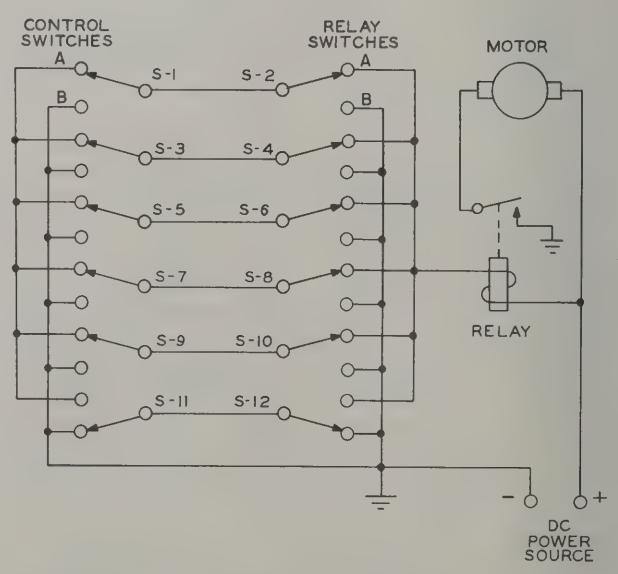

Figure 4-9. Autopositioner Function Diagram
4.2.1.2 AUTOPOSITIONER CONTROL SYSTEM. To provide a positive control system for the Autopositioner with a minimum number of control wires, a binary control system employing the control wires in various combinations is used. This system is most readily explained by considering a system composed of single-pole double-throw switches as shown in figure 4-9. Note that when the switches are set
The total number of different combinations of switch positions in such a system is 2^n, where n is the number of control wires used. In the six-wire system shown, 2^6 or 64 different combinations exist. However, one particular combination is not usable in this application. As can be seen in figure 4-9, if all the seeking switches are set to the B position, there can be no path from the relay coil to ground no matter how remote switches are set, and the system is dead. Hence, the maximum number of usable combinations in such a system is 2^n-1. Thus, a three-wire system can control 7 positions, four-wire 15 positions, and five-wire 31 positions.